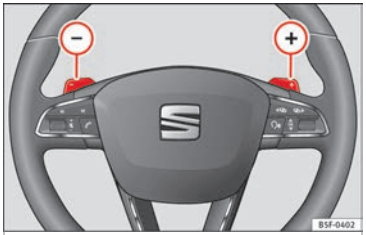

Fig. 168 Steering wheel: automatic gearbox levers
– Press the gearshift paddle (+) to select a higher gear ››› **Fig. 168**.